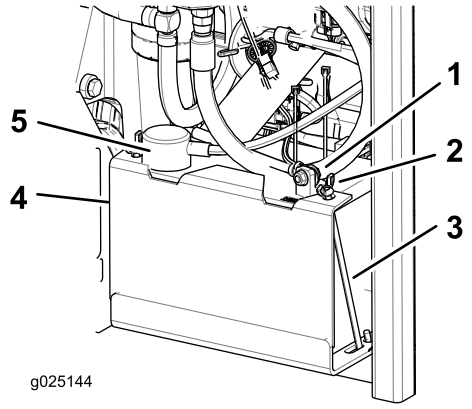

Figur 46
3. Ta den negative (svarte) batterikabelen av den negative (svarte) batteripolen (Figur 46).
4. Skyv den røde polhetten unna den positive (røde) batteripolen og ta av den positive (røde) batterikabelen (Figur 46).
5. Fjern vingemutterne som fester J-krokene (Figur 46).
6. Fjern klemmen (Figur 46).
1. Plasser batteriet med polene vendt bort fra den hydrauliske tanken (Figur 46).
4. Sikre kablene med 2 bolter, 2 skiver og 2 låsemutre (Figur 46).
6. Installer klemmen og fest den med vingemutterne og J-kroker (Figur 46).